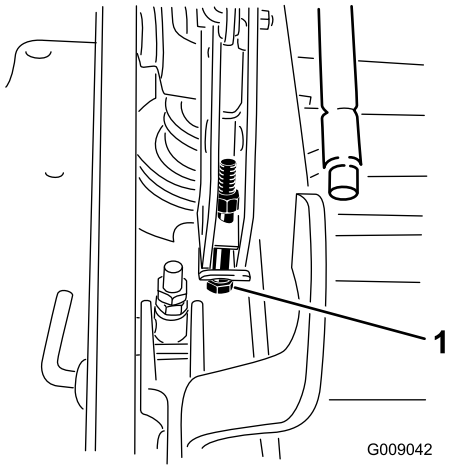

**Figure 88**
13. Si le plateau est trop bas, serrez le boulon de réglage monopoint dans le sens horaire. Si le plateau est trop haut, desserrez le boulon de réglage monopoint dans le sens antihoraire (Figure 88).